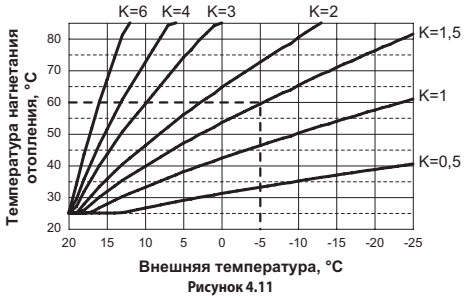
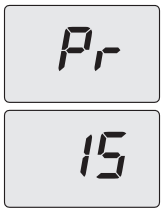
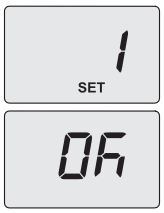

Рисунок 4.11
Рисунок 4.13
Рисунок 4.14
В котле установлено значение коэффициента K, равное нулю, на случай работы без подсоединенного датчика. Если к котлу **ПОДСОЕДИНЕН** пульт дистанционного управления (дополнительно), см. Рисунок 4.11.
Коэффициент K - параметр, повышающий или уменьшающий температуру на нагнетании отопления при изменении внешней температуры. При установке внешнего датчика, необходимо установить данный параметр в зависимости от производительности системы отопления для оптимизации температуры нагнетания (Рисунок 4.11).
Например, для обеспечения температуры нагнетания системы отопления 60 °C при внешней температуре -5 °C, необходимо установить коэффициент K на 1,5 (пунктирная линия, см. Рисунок 4.11).
- Пролистайте параметры, используя кнопку 4 или 5 (Рисунок 3.1), до появления на ЖК-дисплее букв **Pr,** чередующихся с номером параметра **15**, указывая на вход в «параметр 15»(Рисунок 4.13).
- Используя кнопку 1 или 2, можно просмотреть и/или изменить значение параметра 15 с минимум **01** до максимум **60** в зависимости от выбранной кривой коэффициента К, см. Рисунок 4.11 (на дисплее показано десятичное значение коэффициентов К). На дисплее появится надпись "**SET**" (Рисунок 4.14).
- Чтобы подтвердить внесенное значение, нажмите кнопку 3 (Рисунок 3.1). На дисплее в течение 3 сек. будет видна надпись "**Ok**" (Рисунок 4.14), а затем появится список параметров (Рисунок 4.13).